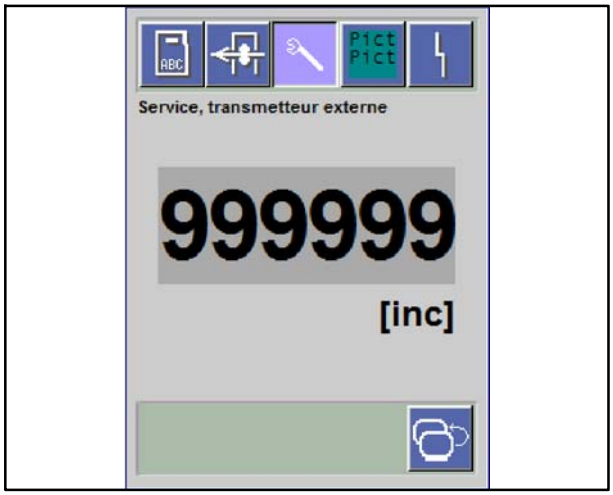

Fig. 30 Masque Service transmetteur externe
Afin d'accéder au masque Service transmetteur externe (Fig. 30), il faut effectuer les séquences de travail suivantes :
3. Dans le masque Maintenance (Fig. 28), effleurer le bouton tactile Transmetteur (Fig. 29) pour passer au masque Service transmetteur externe (Fig. 30)
Le masque Service transmetteur externe (Fig. 30) indique le réglage du transmetteur sur l'écran.